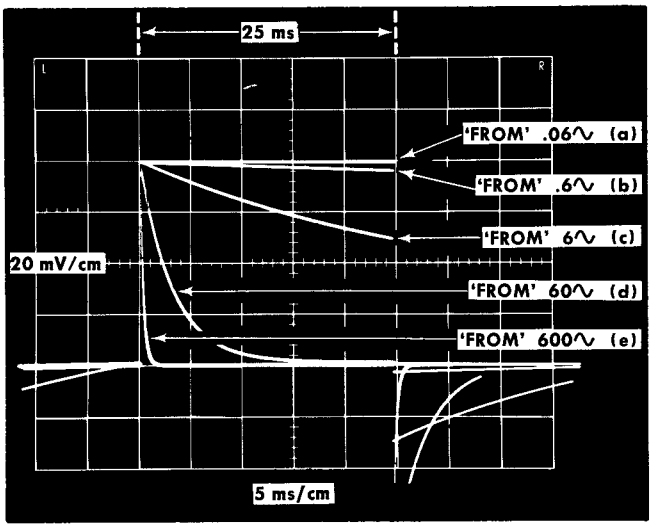

Fig. 6-29. Multiple exposure photograph showing decay characteristics for FREQ RESPONSE 'FROM' switch positions .06∿ through 600∿.
h. Adjust the Type 106 Square-Wave Generator + Transition Amplitude for approximately 4 cm of vertical display. See Fig. 6-29, waveform a.
i. Adjust the Type 106 Square-Wave Generator Repetition Rate Multiplier for 5 cm of horizontal display. See Fig. 6-29, waveform a.
k. Observe the displayed waveform. Check for similarity to the waveform b in Fig. 6-29.
l. Switch through the FREQ RESPONSE FROM switch positions, 6 ∿ through 600 ∿ and check the displayed waveforms against c, d and e, Fig. 6-29 for low frequency response characteristics.